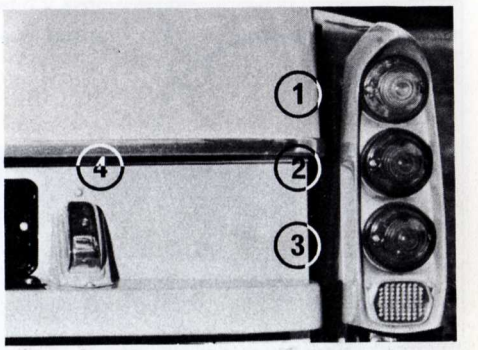

Fig. 43 - Feux arrière
Déposer le couvercle transparent (2 vis à dévisser) (v. fig. 43).
- *Arrière (Fig. 43).*